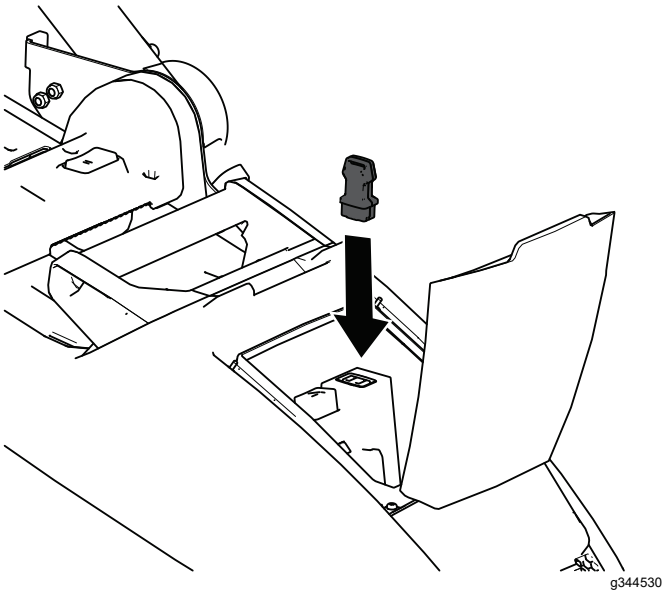

Rysunek 10
2. Zamontuj kluczyk bezpieczeństwa w maszynie (Rysunek 10).
1. Zwolnij dźwignię uaktywniającą ruch ostrza (Rysunek 10).
2. Wyjmij kluczyk bezpieczeństwa z maszyny (Rysunek 10).